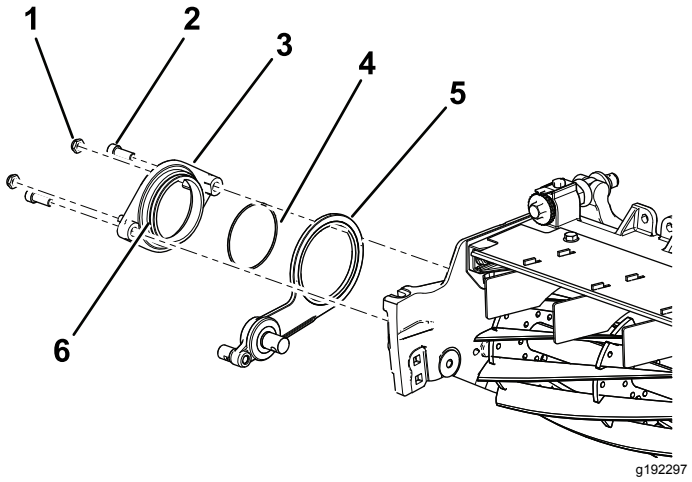

Figur 9
3. Påfør anti-seize-middel på drejenavets udvendige diameter (Figur 9).
4. Fastgør drejenavet over styreremskiven til knivcylinderen med 2 bolte med unbrakokærv (3/8 x 3/4 tomme) (Figur 9).
5. Monter de to låsemøtrikker løst på drejenavet (Figur 9).